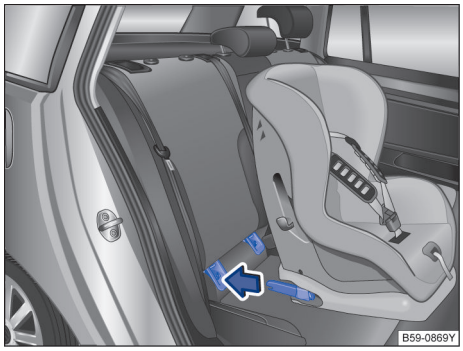

图 42 原理图：安装带固定臂的 ISOFIX 儿童座椅
– 沿箭头方向将儿童座椅的固定臂推到 ISOFIX 固定点→图 42 上。必须能听到儿童座椅牢固卡止的声音。